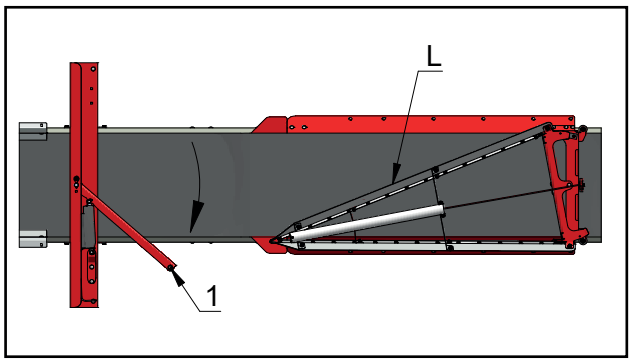
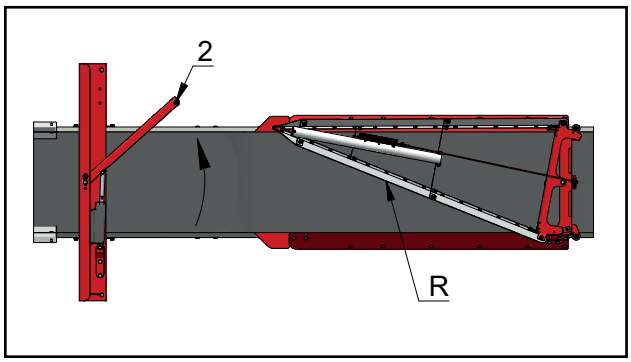

Fig. 33a
Fig. 33b
- Check the scraper side. The scraper's left side is on the left-hand side when looking at the scraper from the front. **See Fig. 33a** for left and **Fig. 33b** for right.